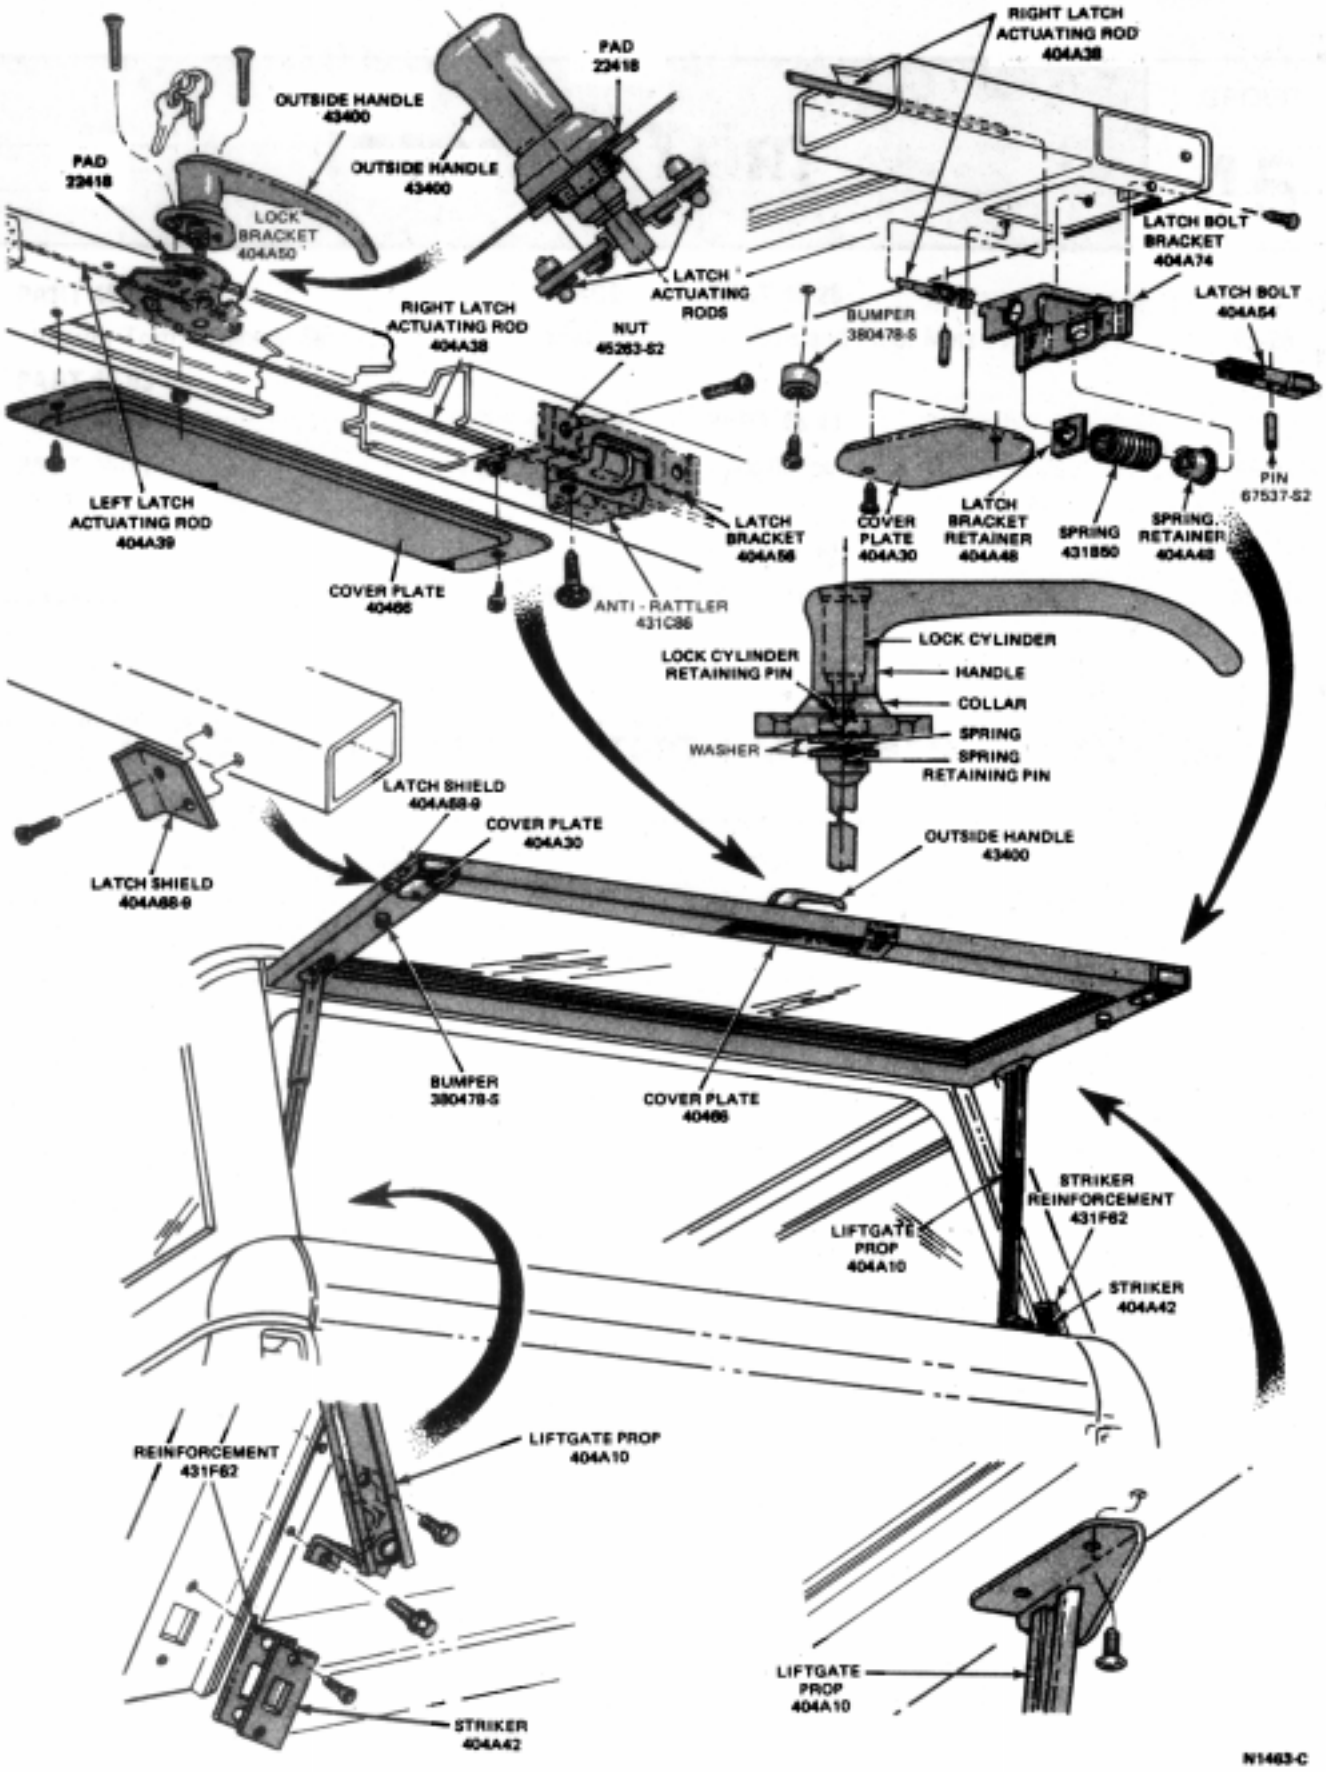

FIG. 1 Liftgate and Components
1. Unlatch the liftgate (Fig. 1), with the handle, and raise the liftgate. Using a helper to support the liftgate, remove the four screws that attach the left and right prop assemblies to the liftgate.
2. Remove the eight screws, lock washers, and nuts that secure the liftgate to the gate hinge (Fig. 1).
2. Position the liftgate hinge on the mating body surface (Fig. 1), and secure it with eight screws, lock washers, and nuts.
3. Position the left and right prop assemblies (Fig. 1), on the liftgate and secure each prop assembly with two screws.
1. Remove the two screws that secure the access plate (Fig. 1), on the liftgate, remove the access plate cover and disconnect the latch rods.
2. Remove the spring retaining pin from the liftgate handle and remove the spring and washers (Fig. 1).
2. Position the collar, spring, and washers on the handle, and install the spring retaining pin (Fig. 1).
2. Remove the inside cover plate at the outside handle (Fig. 1).
3. Disconnect the latch actuating rod from the lock bracket (Fig. 1).
6. Remove the pin and remove the rod from the latch bolt (Fig. 1).
1. Position the actuating rod to the latch bolt assembly and install the pin (Fig. 1).
4. Connect the latch actuating rod to the lock bracket (Fig. 1).